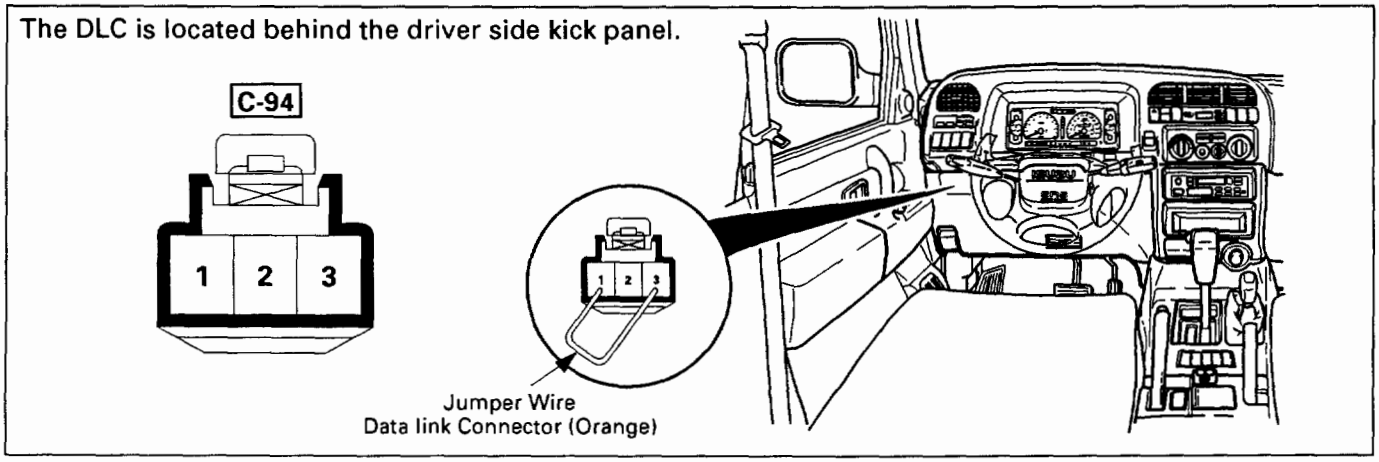

Fig. 5A4-14
(1) How to start DTC display:
- With IGN OFF, connect #1 terminal with #3 terminal (GND) (Fig. 5A4-14). Then turn IGN ON.